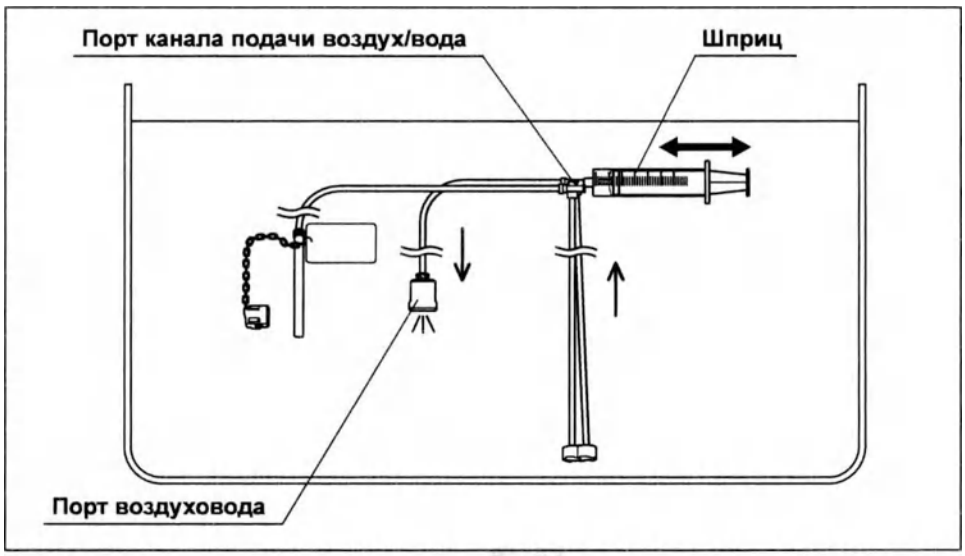

Рис. 6.18
4. Полностью погрузив шприц и инъекционную трубку в воду, медленно оттяните поршень шприца, чтобы заполнить шприц водой. Затем надавите на поршень, чтобы промыть канал подачи воздух/вода инъекционной трубки 30 мл воды. (см. рис. 6.18)